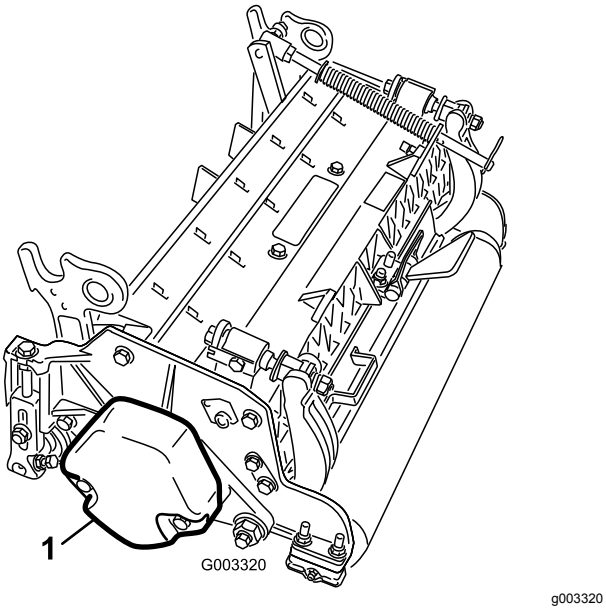

**Figur 4**
4. Sørg for, at kontravægten (Figur 4) er monteret i den rigtige ende af klippeenheden som beskrevet i *betjeningsvejledningen* til klippeenheden.